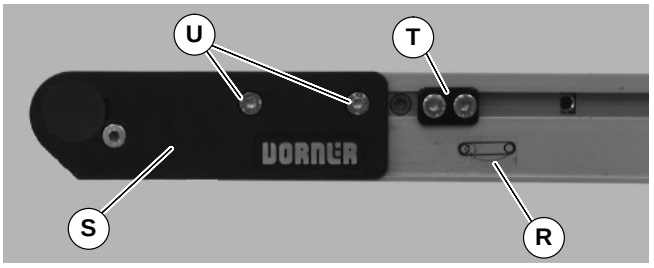

Abbildung 20
6. An den Fingergreiflöchern (AN) die Spannboden öffnen (AO), um die Gurtspannung zu verringern.
7. Am Spannende des Förderbandes, das mit einem Etikett gekennzeichnet ist (R siehe Abbildung 20), vordere Deckplattengruppe hineindrücken (S): Zu beiden Seiten des Förderbandes die Spurführungsnocken (T) (falls damit ausgestattet) lockern und von den vorderen Platten weg bewegen, dann die Befestigungsschrauben lösen (U), und vordere Plattengruppe nach innen schieben.